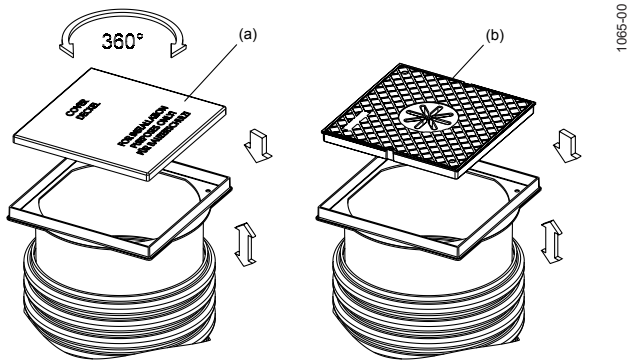

Bild 9: Montering av övre beslag
1. Placera det vita installationslocket av plast (a) i det övre beslagets ram. Locket tål endast fotgängartrafik (se bild 9).